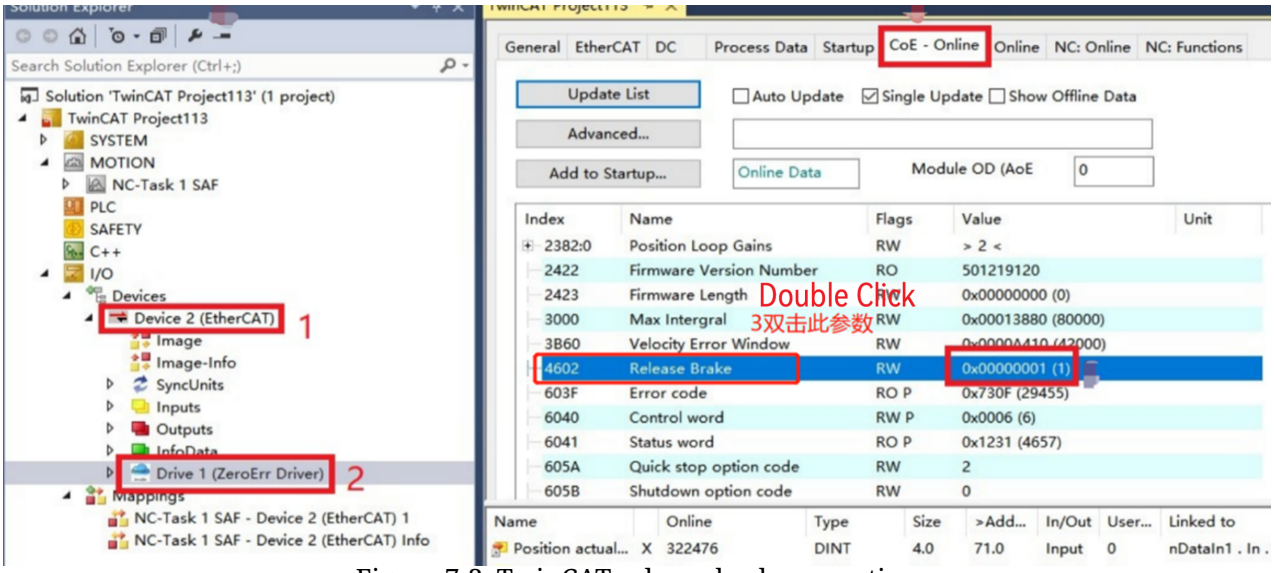

Figure 7-3 TwinCAT release brake operation
Step 2: Take TwinCAT3 master station as an example, visit "Release Brake" parameter object "4602h (Release brake)" and enter value "1" through SDO, operation methods are shown in Figure 7-3, click "Device 2 (EtherCAT)", click "Drive1(ZeroErr Driver)", click "CoE-Online", pull down to find the object "4602", double left-click the parameter object, the "Set Value Dialog" interface will pop up, enter value "1" in the "Dec", and finally click "OK", the brake is in release status (free brake), and if value "0" is entered, the brake is in close status(with brake).